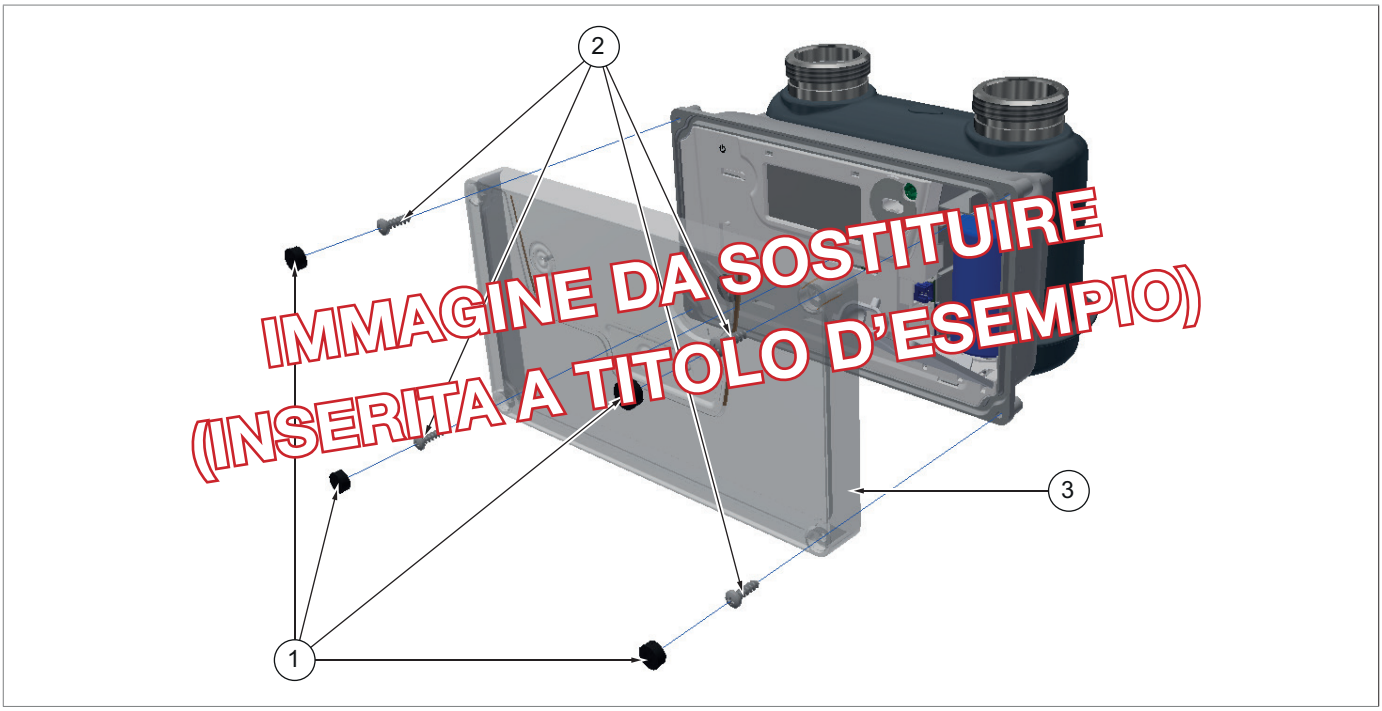

Fig. 11.17. Parti di ricambio
- **una posizione riportata nel disegno d'assieme dell'apparecchiatura (Fig.11.17.);**